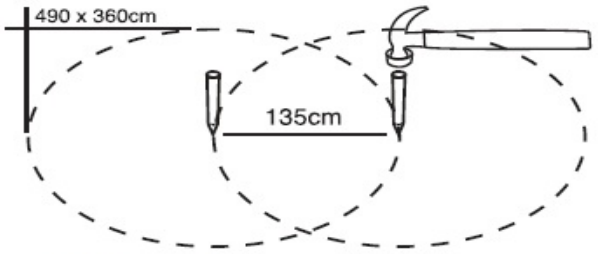

Abbildung 1
1. Kennzeichnen Sie die Mitte des Standorts und schlagen Sie einen Stab oder einen Schraubenzieher in den Boden (siehe Abbildung 1)